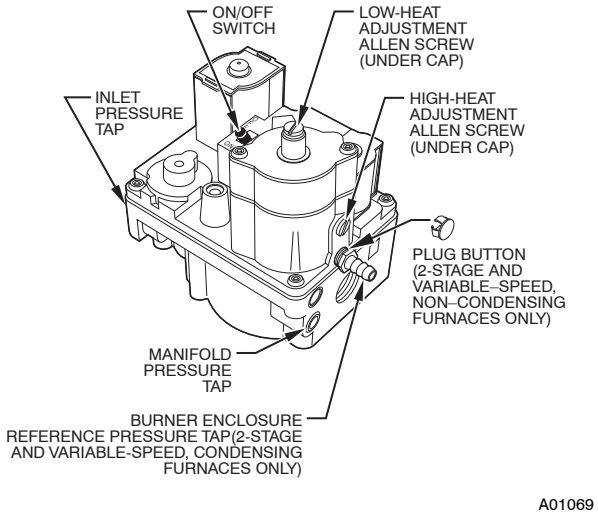

Fig. 40 - 2-Stage E Valve
For older model 2-stage furnaces with a Series E gas valve (see Fig. 40), they DO NOT need to have the regulator springs replaced in the gas valve, but the regulators in the gas valve must be pre-adjusted for natural applications.
For E valves see Fig 40.
2. Remove caps that conceal adjustment screws for high- and low-heat stage gas valve regulators. (See Fig. 40.)